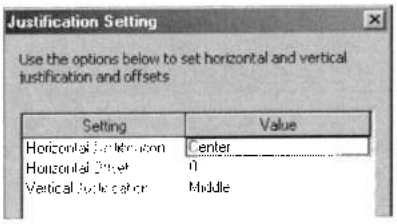

Рис. 39.2. *Настройка привязки*
- **Justification Setting** (Настройка привязки), если нужно выбрать в сегменте опорный элемент, который будет привязываться к траектории рисования. Откроется одноименный бокс (рис. 39.2):